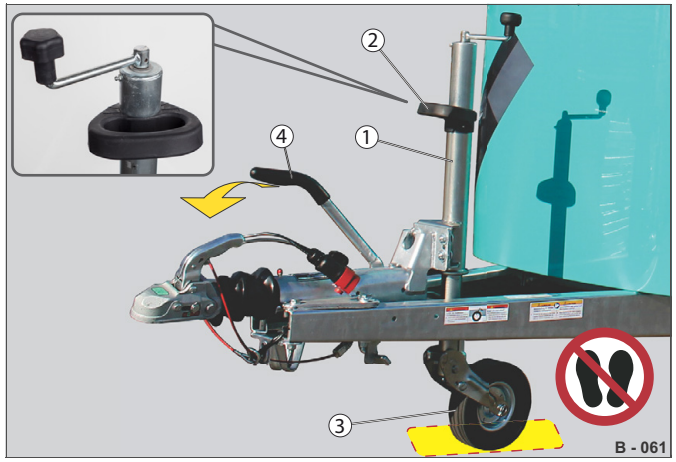

Abb. 73 Manévrování s brzděným přívěsem
- ▶ Stočte podpěrné kolo (Abb. 73/3) tak, aby se podpěrné kolo mohlo pohybovat pod ojí.
- ▶ Uvolněte páčku ruční brzdy (Abb. 73/4).
- ▶ V případě potřeby uchopte manévrovací rukojeť (Abb. 73/2) nebo kulatou tyč automatického podpěrného kola.